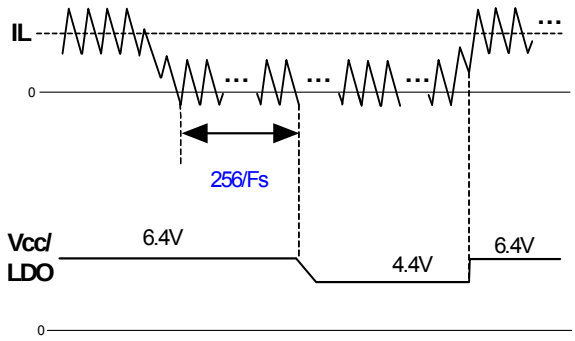
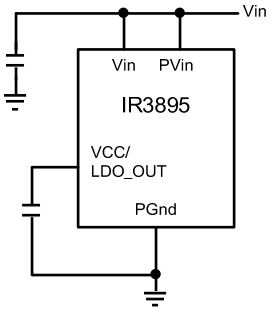
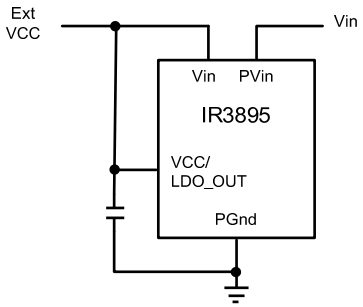

Figure 11a: Time Diagram for Smart LDO
Figure 11b: Internally Biased Single Rail Operation
Figure 11c: Use External Bias Voltage
The smart LDO can select its output voltage according to the load condition by sensing switch node (SW) voltage. At light load condition when part of the inductor current flows in the reverse direction (DCM=1), $V_{SW} > 0$ on LDrv falling edge in a switching cycle. If this case happens for consecutive 256 switching cycles, the smart LDO reduces its output to 4.4V. If in any one of the 256 cycles, Vsw < 0 on LDrv falling edge, the counter is reset and LDO voltage doesn't change. On the other hand, if Vsw < 0 on LDrv falling edge (DCM=0) , LDO output is increased to 6.4V. A hysteresis band is added to Vsw comparison to avoid chattering. Figure 11a shows the timing diagram. Whenever device turns on, LDO always starts with 6.4V, and then goes to 4.4V/6.4V depending upon the load condition. For internally biased single rail operation, Vin pin should be connected to PVin pin, as shown in Figure 11b. If external bias voltage is used, Vin pin should be connected to Vcc/LDO_Out pin, as shown in Figure 11c.